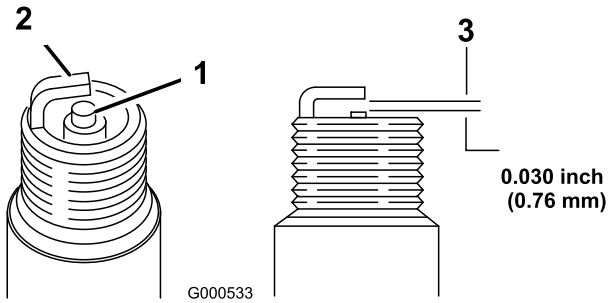

Figur 20
5. Ställ in gapet på det nya stiftet till 0,76 mm (Figur 20).